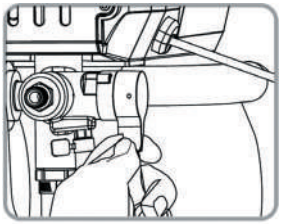

Рис. 22
3. Переведите дренажный кран в положение «слив» и включите питание (рис. 22).